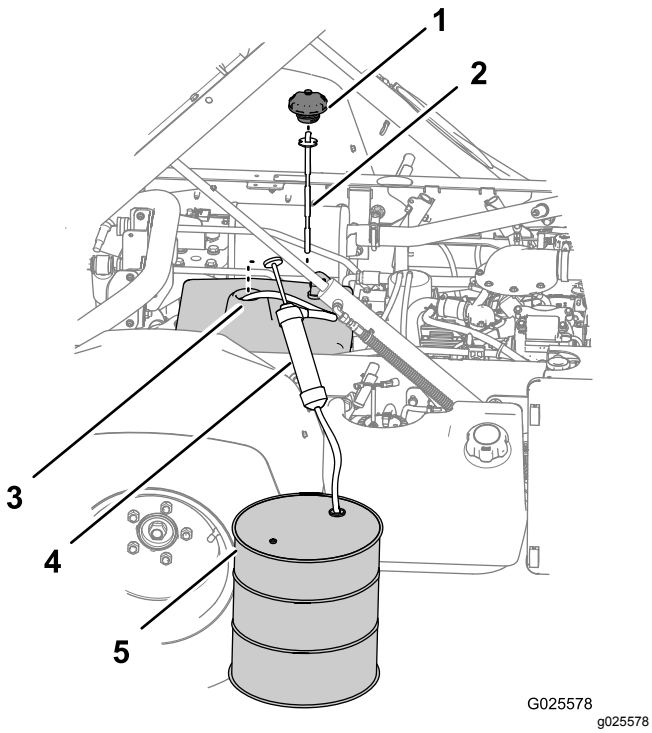

Figur 82
3. Fjern dækslet og målepinden fra hydrauliktankens påfyldningsstuds (Figur 82).
4. Før pumpeudstyrets indtagsslange gennem hydrauliktankens påfyldningsstuds til bunden af tanken (Figur 82).
5. Før pumpeudstyrets udledningsslange ind i en opsamlingsbeholder (Figur 82) med en kapacitet på 11,4 l – ikke-TC-model eller en kapacitet på 18,9 l – ikke-TC-model med hydrauliksættet med høj flydeevne (ekstraudstyr) eller TC-model.
7. Fjern pumpeudstyret fra hydrauliktanken (Figur 82).
8. Fyld 7,5 l – ikke-TC-model eller 15,1 l– ikke-TC-model med hydrauliksættet med høj flydeevne (ekstraudstyr) eller TC-modellen på den angivne hydraulikvæske i hydrauliktanken (Figur 82).
9. Monter målepinden og dækslet hydrauliktankens påfyldningsstuds (Figur 82).